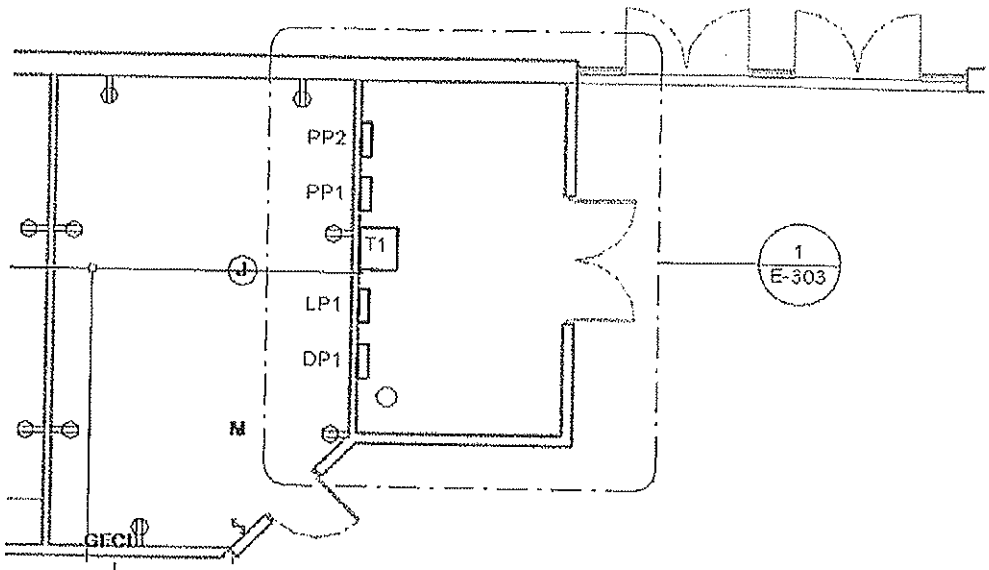

Figure 12–25
6. Switch to the **01 POWER PLAN** view. Zoom in on the callout marker by the power panels. Notice that it has now been automatically assigned a detail and sheet number, as shown in Figure 12–25.